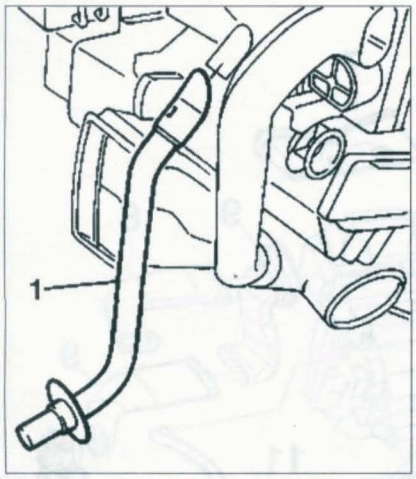

FIGURE 10-18
• Déposer le tuyau d'évacuation (1) de la condensation **(figure 10-18)**.